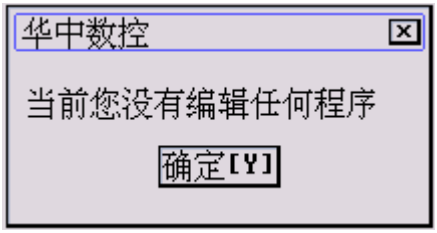

图 6.1.4 提示没有编辑程序
(2) 按 Enter 键，如果编辑器没有选择编辑程序，将弹出如图 6.1.4 所示提示信息，否则解释器将调入“正在编辑的程序”文件到运行缓冲区。